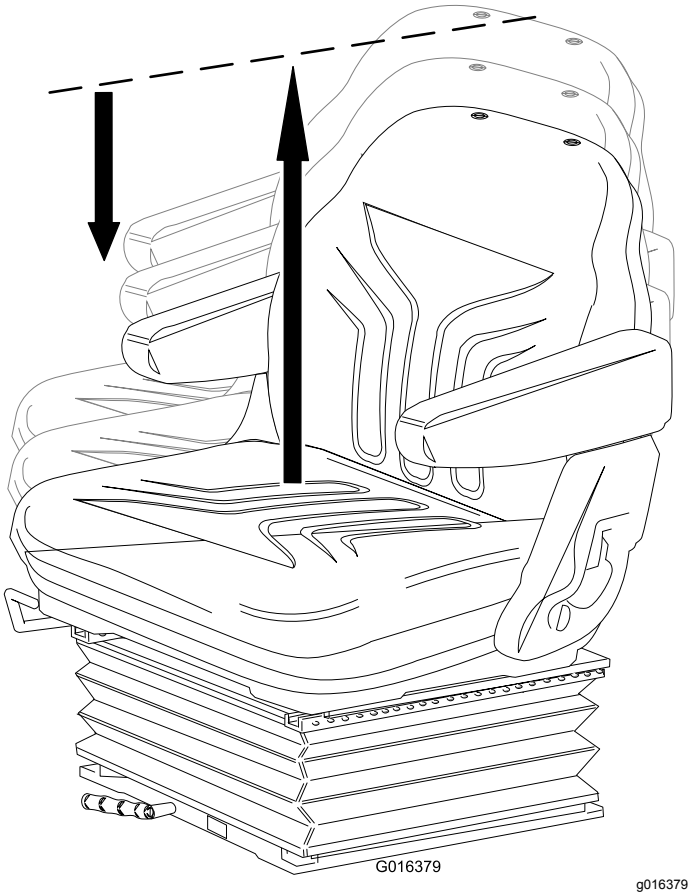

**Figuur 13**
- **Hoogte-instelling:** Til de stoel handmatig op om deze stapsgewijs in te stellen. Om de stoel omlaag te brengen, tilt u de stoel boven de hoogste instelling en laat u hem zakken naar de laagste instelling (Figuur 13).